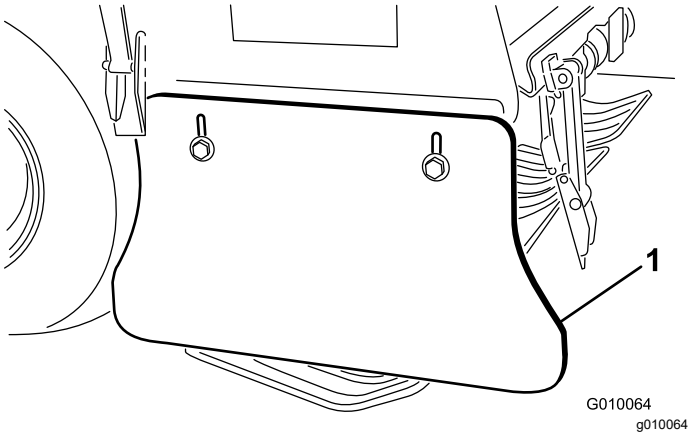

Figur 67
2. Løsn de bolte og møtrikker, der fastgør sideskærmen til stellet (Figur 67).